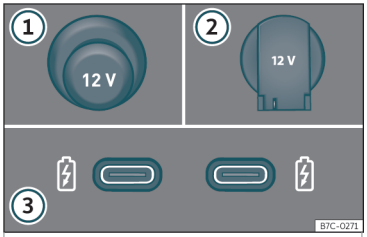

Fig. 127 Priza electrică de 12 V a automobilului.
Priza electrică de 12 V ››› **fig. 127**:
- Demontați capacul prizei amplasate pe consola centrală ››› **fig. 127** ①.
- Ridicați capacul prizei electrice ››› **fig. 127** ②.